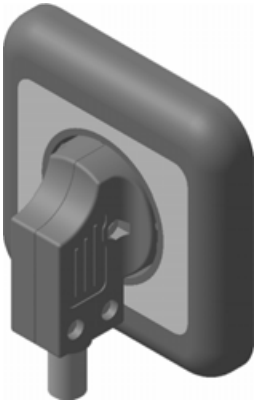

Рис. 7.105
- Вставьте **Вилку** в **Крышку**, выполнив все необходимые сопряжения (рис. 7.105). Сохраните готовую сборку под именем **Розетка** в папке Вилка.